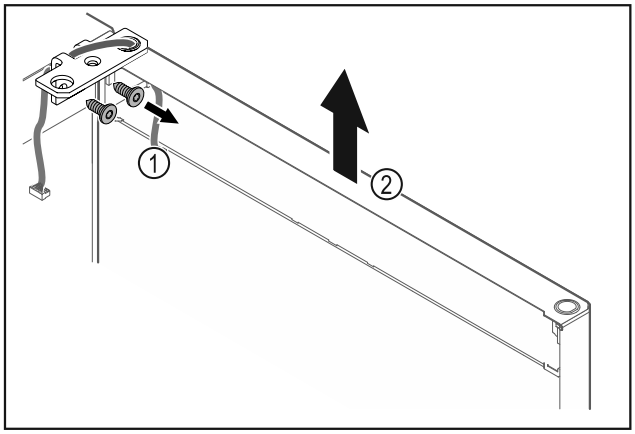

Fig. 19
▶ Desatornillar la escuadra de bisagra *Fig. 19 (1)*.
▶ Levantar la puerta junto con la escuadra de bisagra *Fig. 19 (2)* aproximadamente 200 mm recta hacia arriba y retirar.